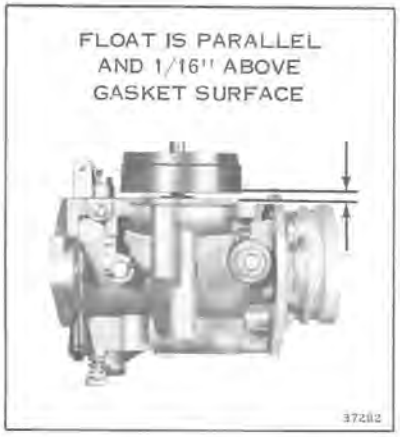

Figure 6-10
a. Install new carburetor bowl gasket and nozzle gasket (7A). Replace float valve seat (11) and gasket (12), float valve (10), float (9), and hinge pin (8).
b. Check for correct positioning of float. Turn carburetor body upside down so weight of float closes needle. Top of float should be parallel and 1/16" above gasket surface. See Figure 6-10.
c. Reassemble float chamber (5) to carburetor body (6).